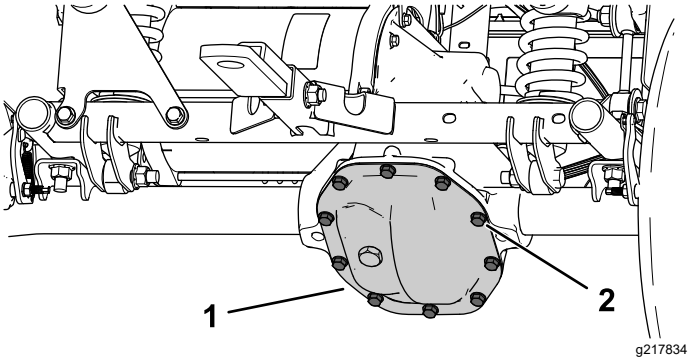

Figura 53
1. Coloque un recipiente de vaciado debajo de la cubierta del transeje (Figura 53).
2. Retire los pernos de la cubierta del transeje y vacíe el fluido completamente (Figura 53).